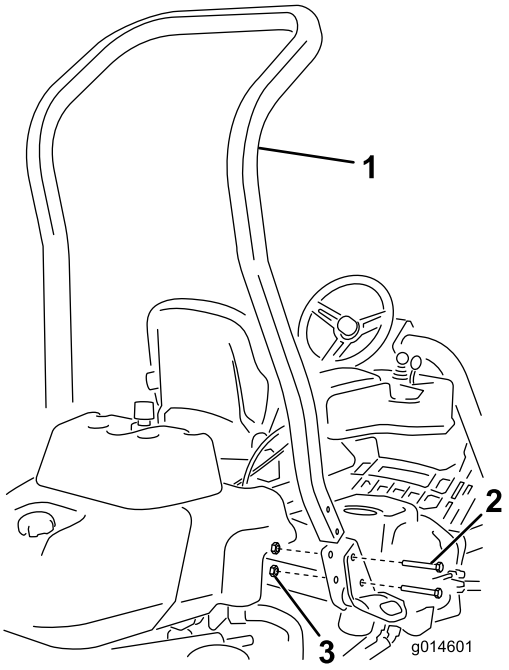

Figure 3
3. Montez l'arceau de sécurité dans les logements prévus de chaque côté de la machine au moyen de 4 boulons (1/2 x 3-3/4 po) et 4 écrous à embase (1/2 po) (Figure 3)